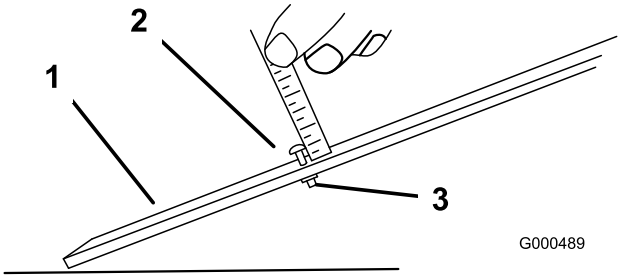

Figur 48
3. Lossa muttern på mätstången (Figur 48) och ställ in justerskruven på önskad klipphöjd. Avståndet mellan skruvhuvudets nedersta del och stångens ovansida är lika med klipphöjden.